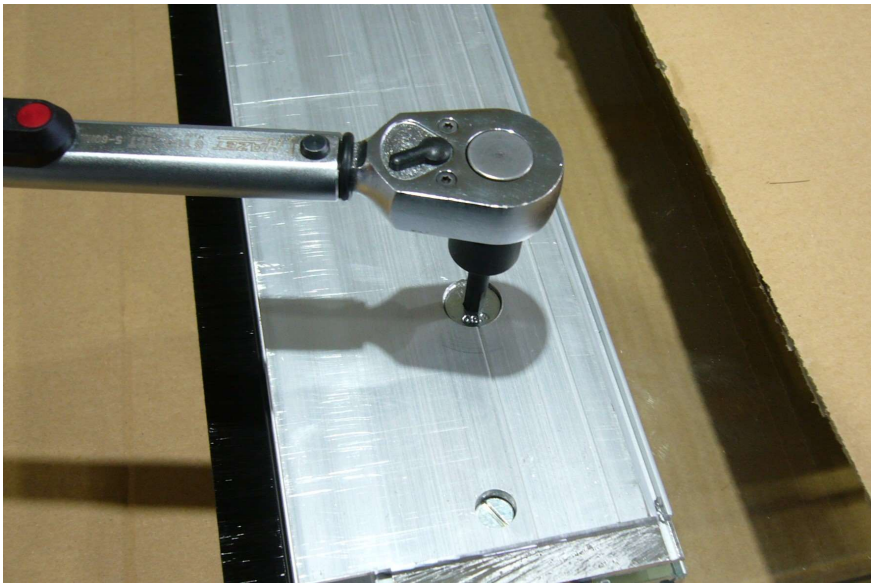

Abbildung 20
- Mit einem Drehmomentschlüssel alle Klemmschrauben mit einem Drehmoment von **24 Nm bis 25 Nm** auf die notwendige / abschließende Klemmkraft anziehen (Abbildung 20)